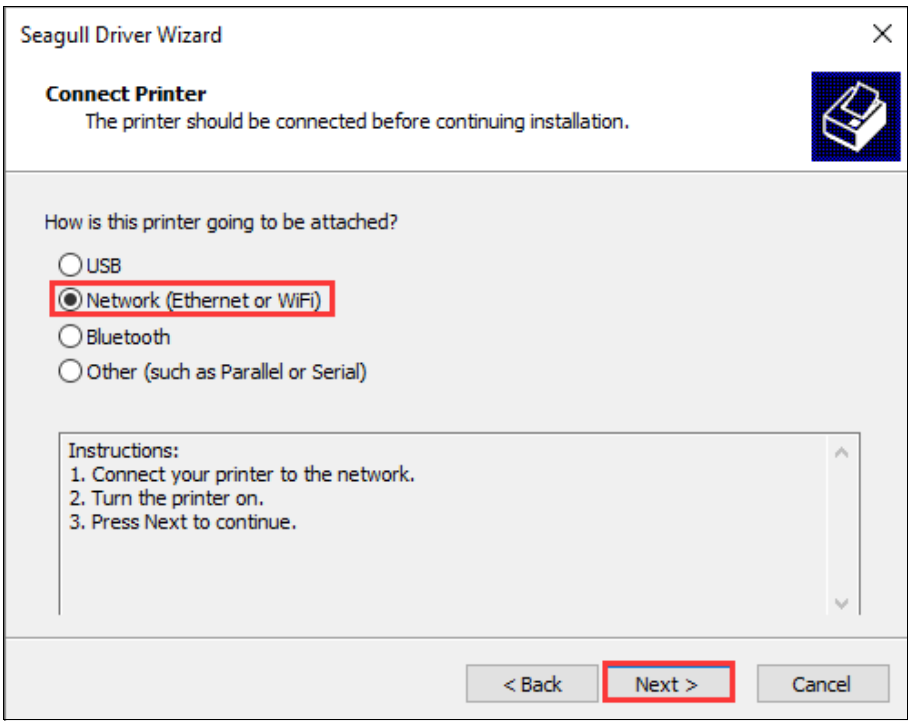

Figure 2-35 Connect Printer Screen
3. On the "Connect Printer" screen, select "Network (Ethernet or WiFi)", and then click "Next", as shown in Figure 2-35.